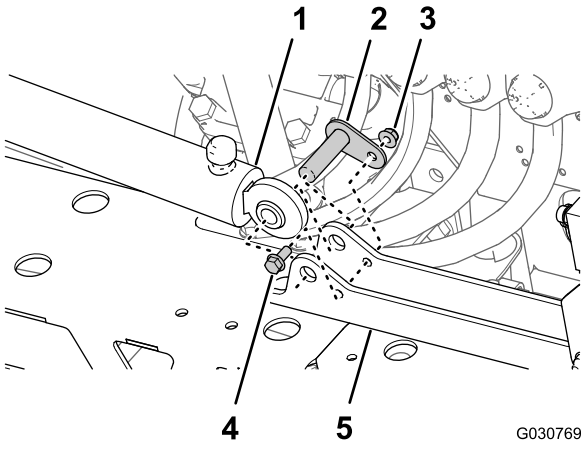

Figuur 94
1. Lijn het vaste uiteinde van de hefcilinder die u verwijderd hebt in stap 4 van De hefcilinder verwijderen (bladz. 30) uit met de opening van 16 mm in de cilinderbevestiging (Figuur 94).
2. Monteer de cilinder op de cilinderbevestiging; gebruik hierbij de draaipen, flenskopbout en flensmoer (Figuur 94).